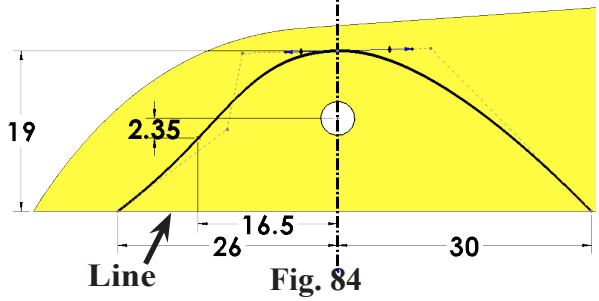

Fig. 84
Step 20. Draw a line across between bottom end-points of splines to close the sketch, **Fig. 84**.